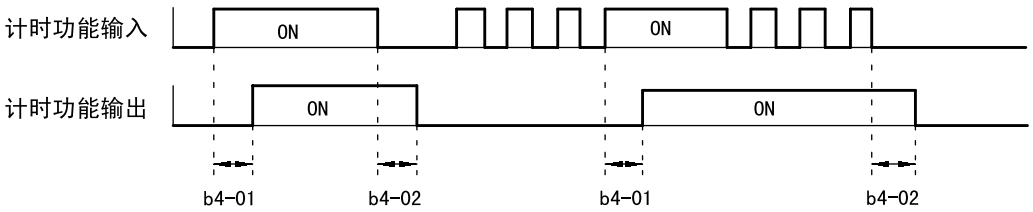

图 7.22　计时功能的动作举例
- 计时功能输入为 OFF 的时间长于 b4-02(计时功能的 OFF 延迟时间) 的设定值时，计时功能输出为 OFF。图 7.22 所示计时功能的动作举例。